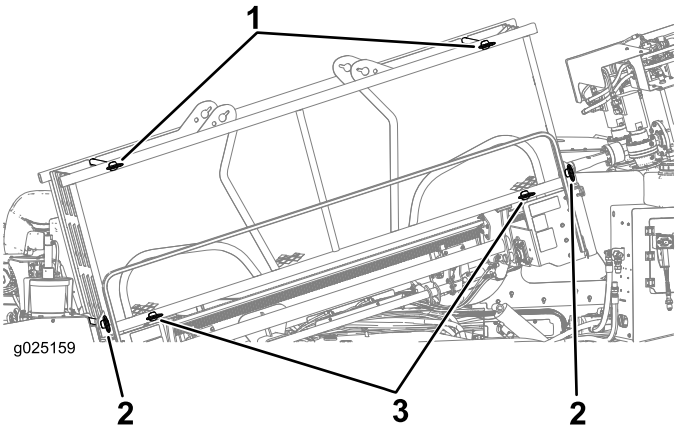

Figure 67
2. Vérifiez que les goupilles avant et arrière supérieures et inférieures du porte-tiges sont en place (Figure 67).